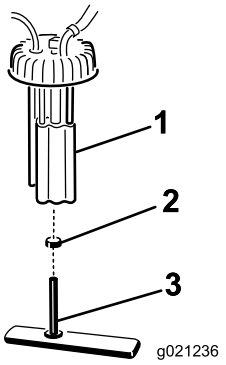

Figur 55
2. Tag ledningsnetstikkene ud af brændstofpumpen (Figur 55).
3. Tag brændstofpumpesamlingen og brændstoffilteret af tanken (Figur 55).
4. Fjern klemmen, som fæstner brændstoffilterslangen til brændstofpumpemonteringen. Fjern slangen fra monteringen (Figur 55).